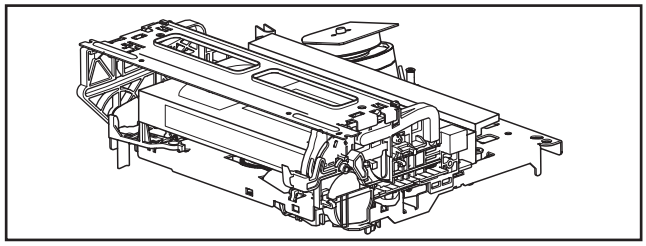

Fig.5-1a
(1) Unplug the power cord plug from the power outlet.
(2) Refer to the disassembly procedure of the VCR and perform the disassembly of the major parts before removing the mechanism assembly. (See Fig. 5-1a)